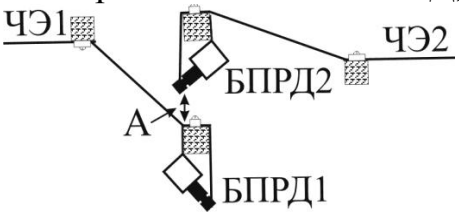
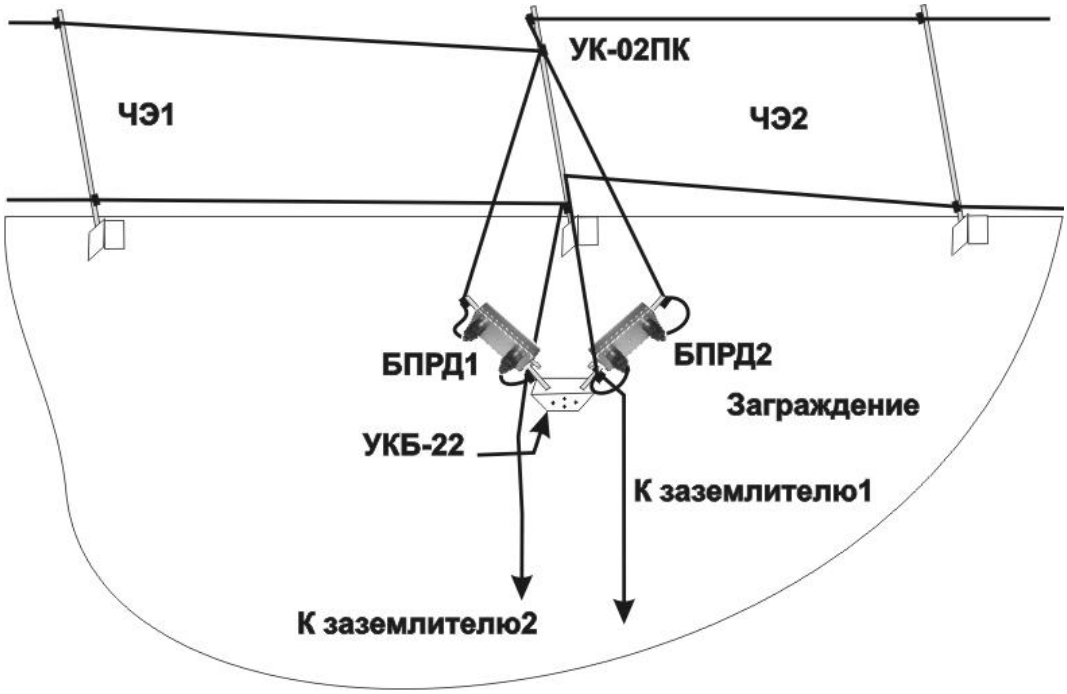

Рис. 10.7
Рис. 10.10
10.1.5 При последовательной установке нескольких извещателей учесть вышеизложенные рекомендации. При установке рядом расположенных БПРД, обеспечить минимальные электромагнитные связи между проводами и заземлителями смежных ЧЭ соседних извещателей. Существуют много способов размещения на заграждении конечных консолей с установленными на них БПРД смежных извещателей. На рис. 10.7, 10.8 изображен вид на торцевые поверхности конечных консолей. Расстояние А между ними должно быть не менее 200…300 мм. ЧЭ1 и ЧЭ2 не должны иметь параллельных или пересекающихся участков и, как следствие, иметь минимальные элек-
тромагнитные взаимосвязи (рис. 10.9 а,б). **Наиболее предпочтительным является крепление пар смежных блоков БПРМ (БПРД) на заграждение с помощью УКБ-22** (рис.10.10). Все БПРД соединяются с собственными заземлителями, располагаемыми в земле не ближе 500 мм друг от друга. Заземляющие проводники прокладываются не параллельно друг другу вниз по консоли и далее по поверхности заграждения (стены) до собственного заземлителя. В качестве заземляющего проводника использовать изолированный провод диаметром не менее 0,5 мм. К рядом расположенным БПРМ смежных участков не предъявляется жестких требований, при условии их подключения к одному БПУ. При этом данные БПРМ можно устанавливать в соответствии с рис.10.10 (рис.10.7… рис.10.9) и заземлить на общий заземлитель. Заземлитель необходимо устанавливать под или около БПРМ (в проекции на землю не далее 0,5 м), чтобы обеспечить кратчайшие связи от БПРМ до заземлителя. Кабель связи проложить по консоли и далее по поверхности заграждения до БПУ.